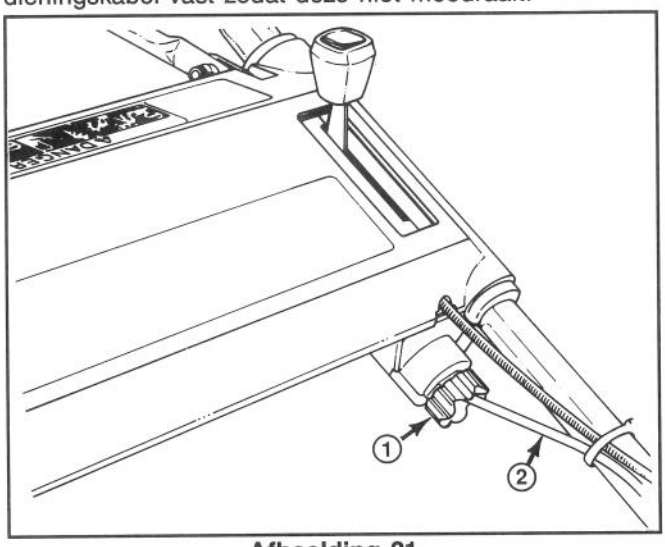

Afbeelding 21
2. Draai de regelingsknop onder de linker zijde van het bedieningspaneel (Afb. 21) een halve slag naar rechts om de aandrijfriem aan te spannen of een halve slag naar links om de riem te ontspannen. Houd de bedieningskabel vast zodat deze niet meedraait.